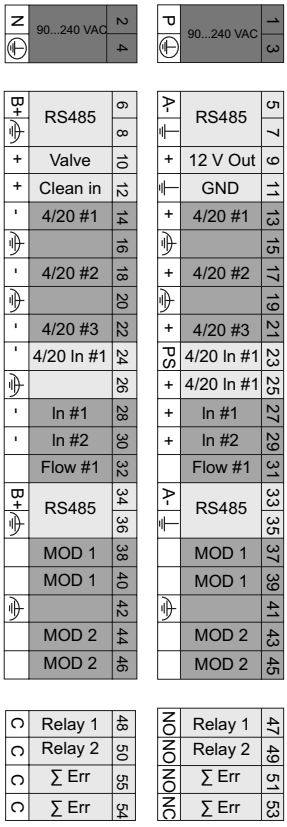

Рис. 3 Схема клеммных соединений
3. Подключить клеммы, как показано на схеме клеммных соединений на рис. 3.
- Соединить клапан с клеммами 10 ("Клапан", "12 В пост. тока") и 11 (земля). См. рис. 3.